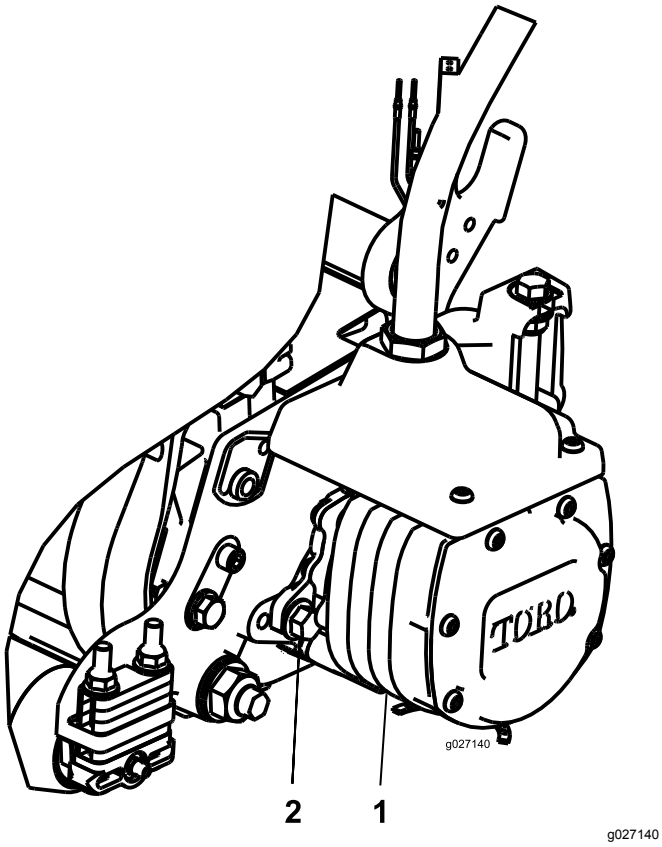

Figuur 11
14. Plaats de motor door deze rechtsom te draaien zodat de flenzen van motor loskomen van de bouten (Figuur 11).